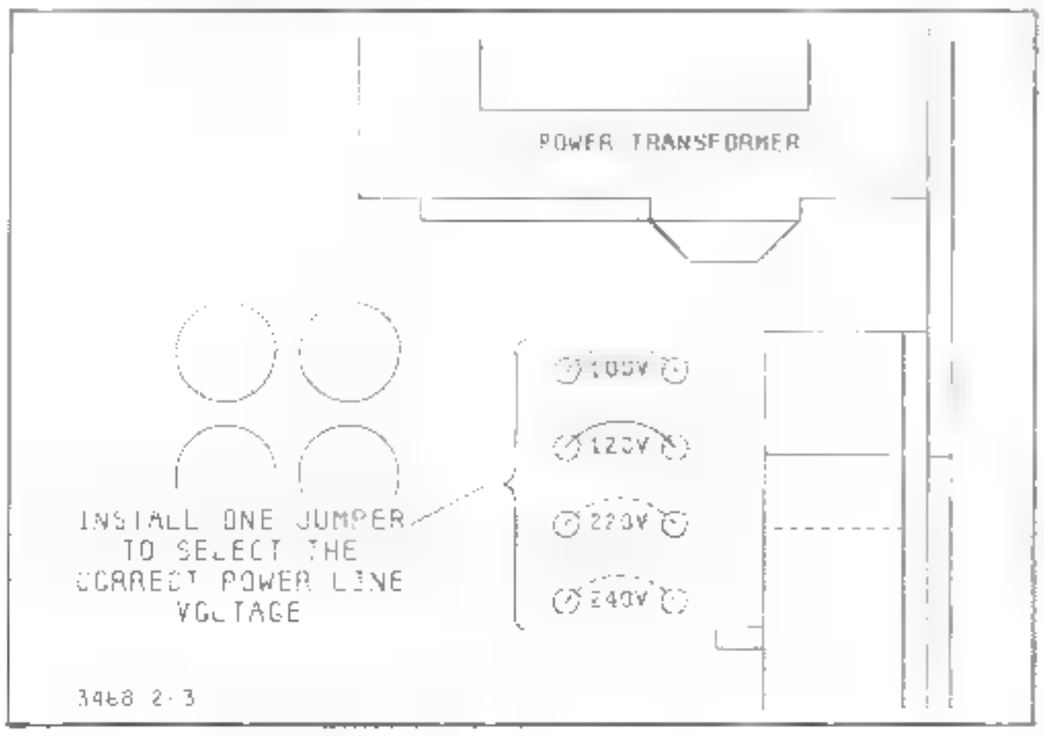

Figure 2-4. Power Line Voltage Configuration
6. Locate the power line select jumpers. They are located [redacted] the 3468A's main printed circuit board [redacted] the right side of the power transformer (see Figure 2-4). If the jumper is in the correct position, go to step c to reassemble the 3468A. If the jumper needs to be changed, continue with step b.
4. Refer to Figure 2-4 and locate the power line jumper (J701).
6. Refer to Figure 2-4 and install jumper J701 into the holes for the desired power line voltage (the solder in the holes may have to be removed, before the jumper can be inserted into the holes). Make sure there is a good solder joint between the jumper and printed circuit board trace. The line voltages and corresponding jumper are as follows: